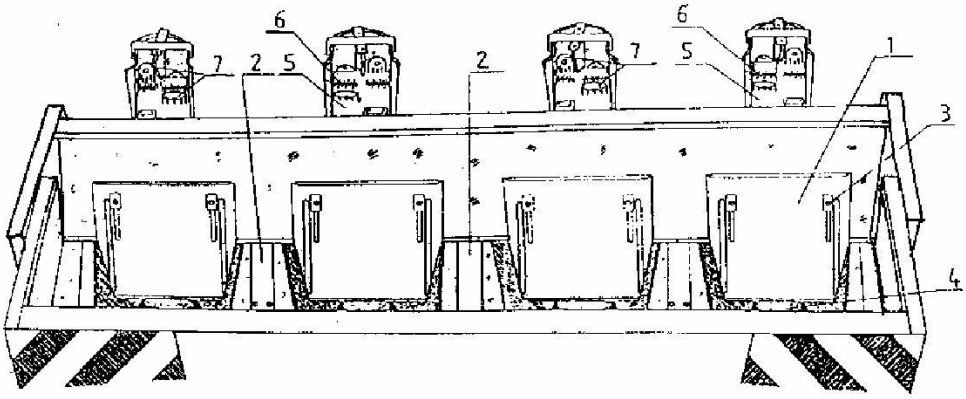

Рис. 4 Бункер картофеля
Одним из важных факторов, влияющих на качество посадки, является количество клубней в камере высаживания. Из этой камеры клубни забирают ковши ленты. Слишком малое наполнение может быть причиной пропускания, поскольку не все ковши зачерпнут клубни. Слишком большое наполнение может привести к пробуксовыванию ленты и повреждению клубней (при посадке проросших клубней – обламывание ростков). Размер щели следует установить во время посадки, на пробном отрезке, следуя принципу, что щель должна быть тем больше, чем больше клубни. Регулировку щели выполняем, передвигая задвижку (1, рис. 4) после послабления крыльчатых гаек винтов (3), после установки щели гайки дотянуть.